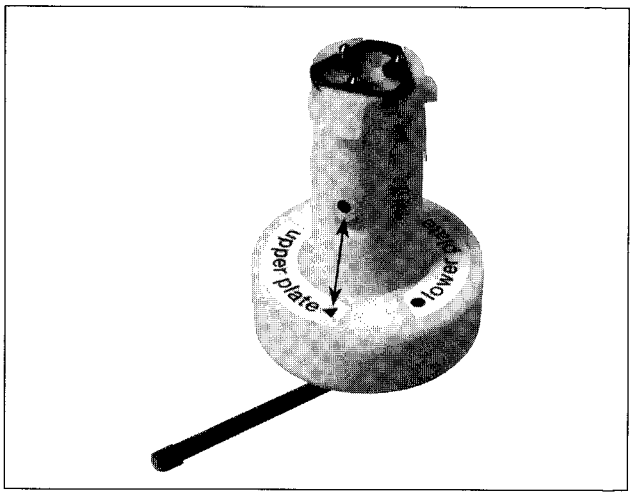

Abb. M8
• Das Abziehwerkzeug auf Klemmelement "oben" ändern und das Klemmelement exakt auflegen. (siehe Abb. M8).